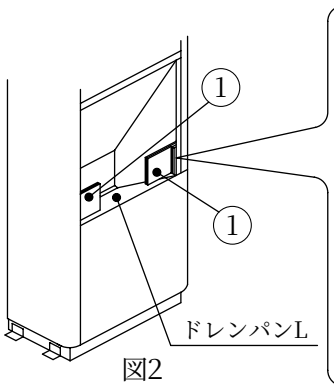

図2
②製品本体と前パネル（下）に取付いているストリング（左右2本）のフックを手で外した後、前パネル（下）を製品本体から取り外し、水切用断熱材を貼付けてください。…図2